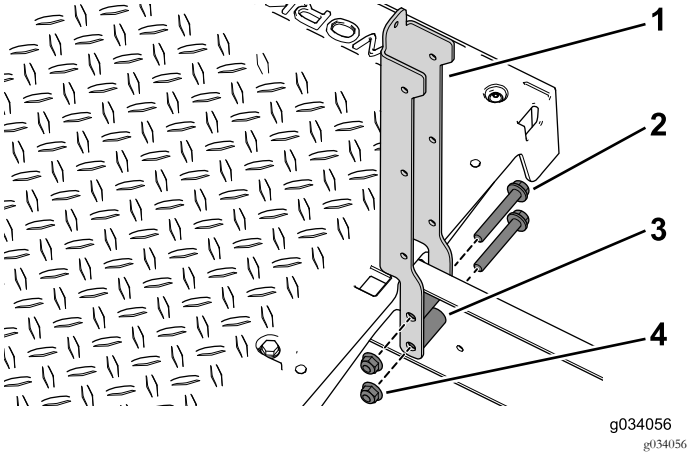

Figura 39
3. Utilice los 4 pernos con arandela prensada (3/8" x 2½"), espaciadores y tuercas con arandela prensada para sujetar los soportes de asiento izquierdo y derecho a la máquina (Figura 39).